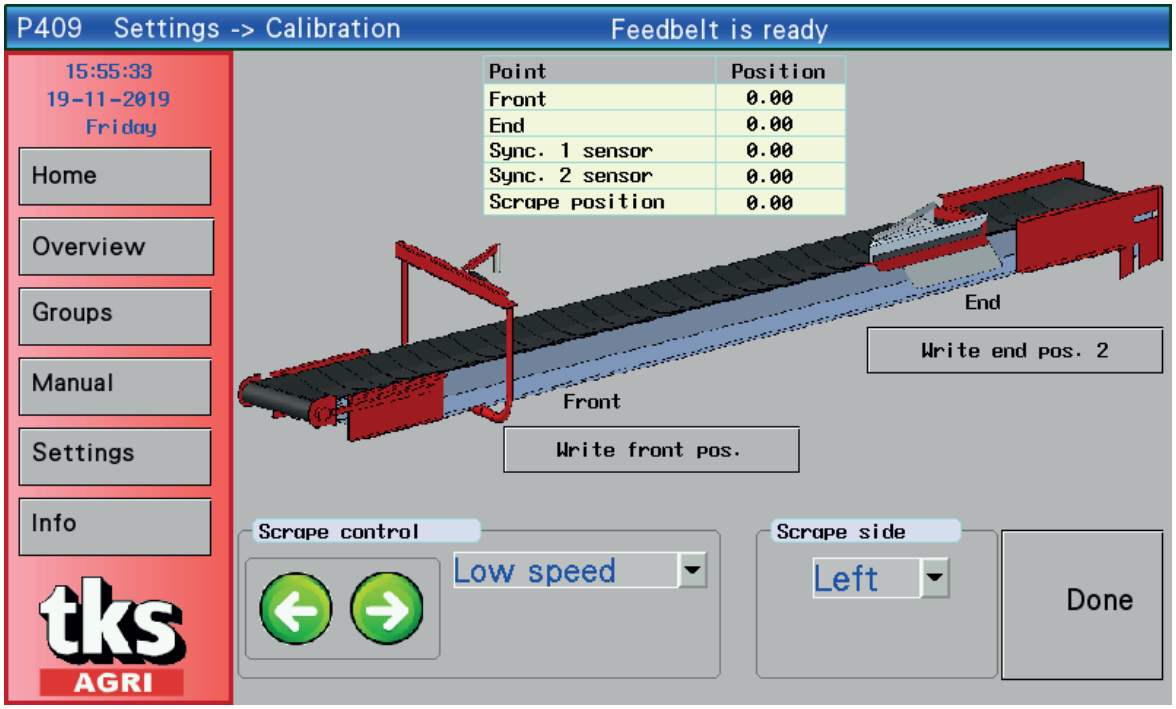

Fig. 32
- Move the scraper to the front (filling station). **See Fig. 32.** Use Low speed.
- Move the scraper to the end (the belt drive end). **See Fig. 32.** On long distances **High speed** can be used. There must be a minimum clearance of 10 cm before the scraper comes into contact with fixed components.